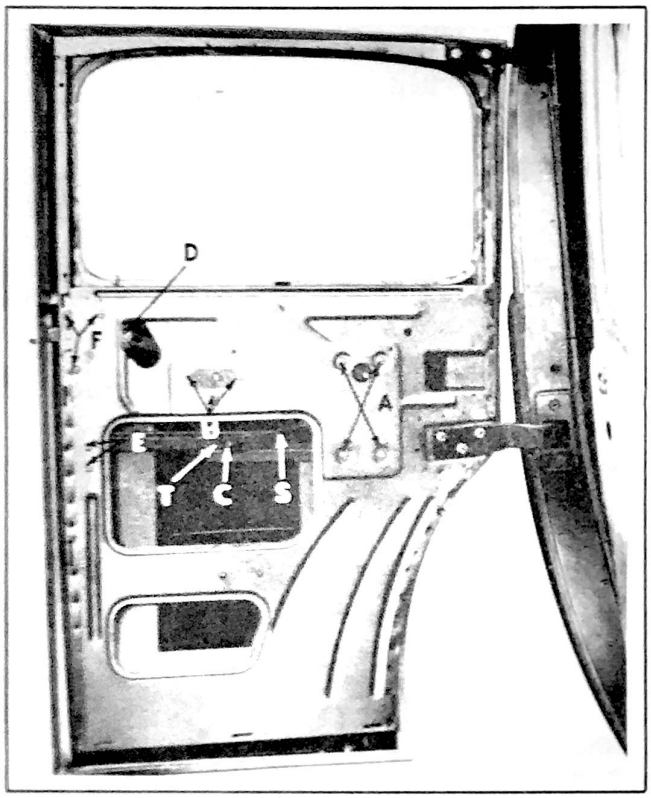

Figure 371 - Rear Door
Remove screws (A), Fig. 371.
Use a screw driver and pry the regulator arm (S) out of the lower glass run channel (T, Fig. 371).
Remove screws and nuts (B), Fig. 371.
Remove screws and nuts (E), Fig. 371.